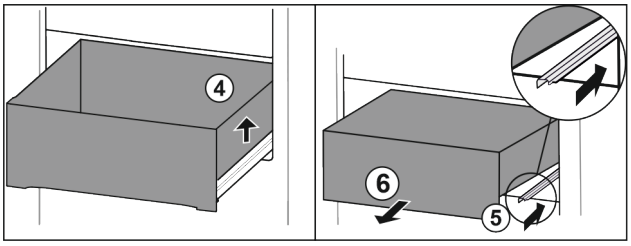

Fig. 107
▶ Lift drawer on the right. *Fig. 107 (4)*
▶ Insert right rail. *Fig. 107 (5)*
▶ Remove drawer to the front. *Fig. 107 (6)*